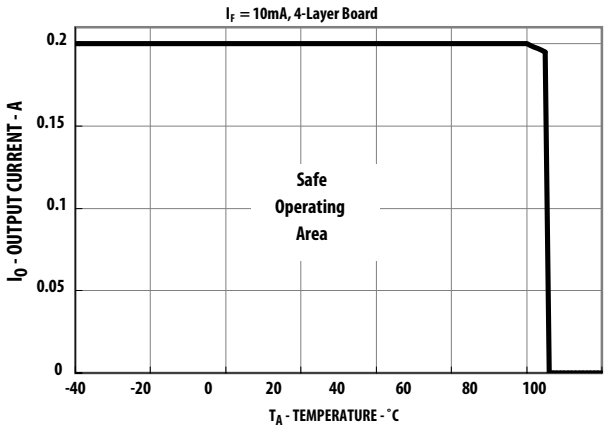

Figure 1. Maximum Output Current Rating vs Ambient Temperature (ASSR-1218-003E)
1. For derating, refer to Figure 1, 2, 3 and 4.
Figure 1, 2, 3 and 4 specify the maximum average output current allowable for a given ambient temperature. The maximum allowable output current and power dissipation are related by the expression Rss = Po(max)/(Io(max))^2 from which Rss can be calculated. Staying within the safe area assures that the steady state MOSFET junction temperature remains less than 125 °C.